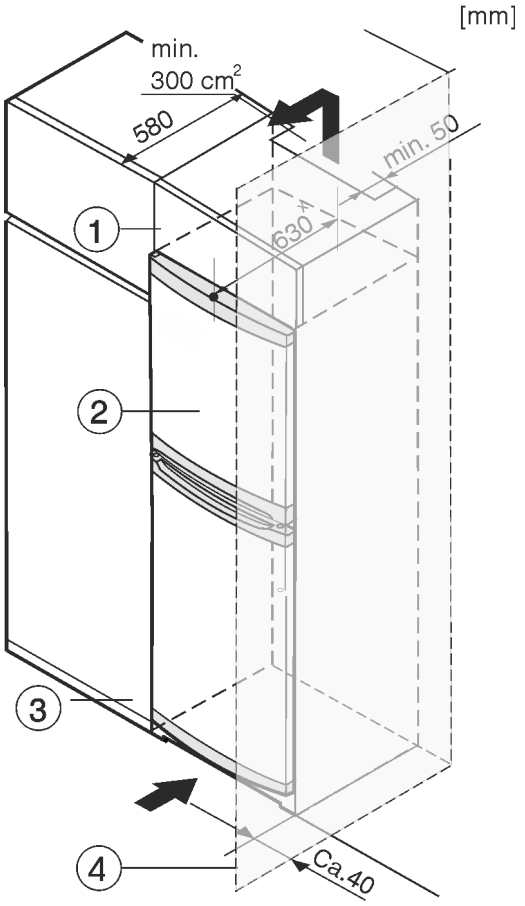

Fig. 8
Přístroj lze zabudovat do kuchyňských skříní. K vyrovnání přístroje *Fig. 8 (2)* na výšku kuchyňské linky lze na přístroj nasadit nástavec *Fig. 8 (1)*.
Při montáži do kuchyňských skříní (hloubka max. 580 mm) lze spotřebič nainstalovat přímo vedle kuchyňské skříně *Fig. 8 (3)*. Spotřebič přesahuje přední stěnu kuchyňské skříně po stranách o 34 mm x a uprostřed o 50 mm x .
Pokud se spotřebič instaluje se závěsy vedle stěny *Fig. 8 (4)*, musí být jeho vzdálenost od stěny alespoň 40 mm. To odpovídá přesahu madla při otevřených dveřích.